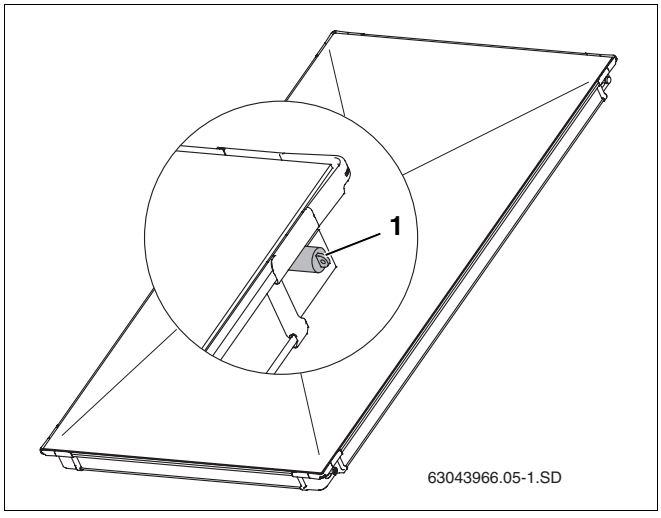

Abb. 6 Gummikappen auf Kollektoranschlüssen
- Entfernen Sie die Gummikappen (Abb. 6, **Pos. 1**) erst direkt vor der Montage.